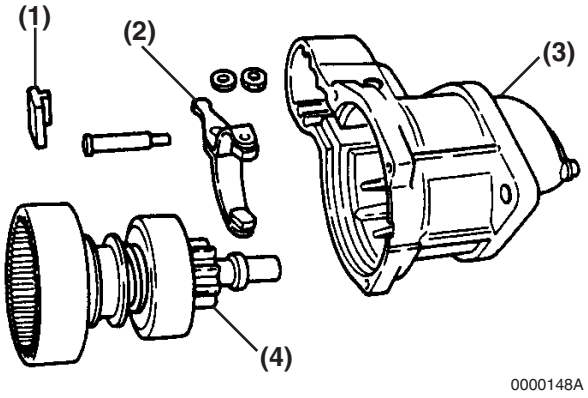

Figure 10-8
10. Remove the intermediate housing, gear and pinion shaft assembly **(Figure 10-8, (4))** from the pinion housing **(Figure 10-8, (3))**. Disengage from the shift lever as it is removed.
11. Remove the shift lever **(Figure 10-8, (2))**, pin, and spacer **(Figure 10-8, (1))**.